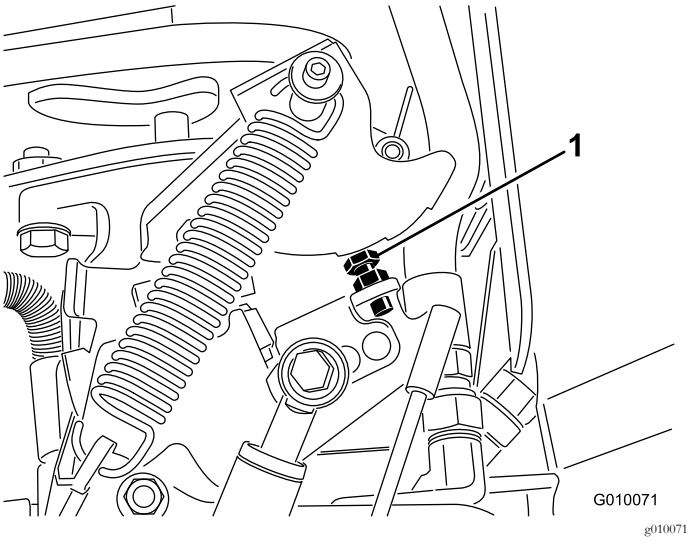

Figur 66
6. Hvis der er behov for at foretage en justering, skal pumpestopbolten drejes (Figur 66) tættere på stoppladen for at mindske hulmellemrummet, eller stopbolten skal drejes væk fra stoppladen for at forøge hulmellemrummet.